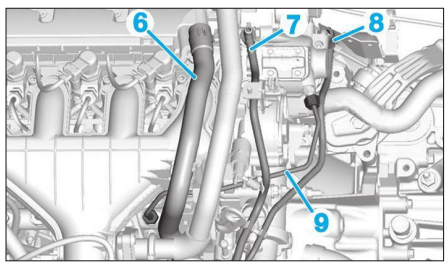

Fig. 32
- la durit (6) **(Fig.32)** du système d'admission